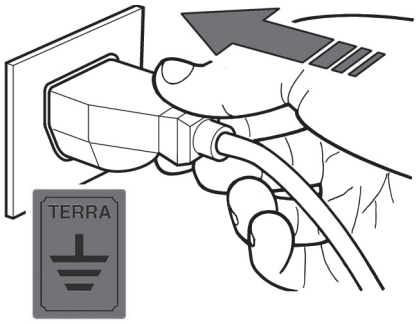

fig. 17
- It is imperative that the complete equipment is properly connected to an efficient earth connection (fig. 17).
2) Insert the power plug of the Showcase into the socket provided by the customer (fig. 17), making sure that it has earth contact and that there are no multiple sockets connected .